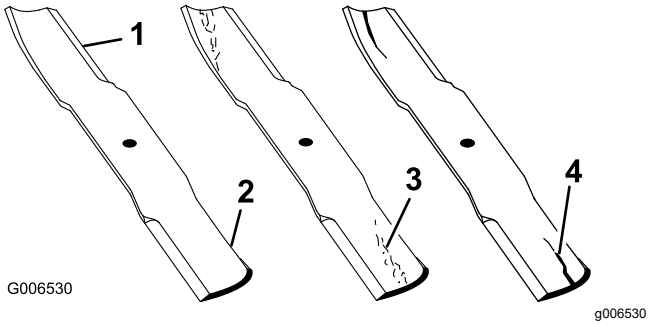

Figur 63
1. Undersøk kniveggene (Figur 63).
4. Hvis du finner sprekker, slitasje eller ser at det begynner å dannes spor i denne delen av kniven, må den skiftes ut øyeblikkelig (Figur 63).